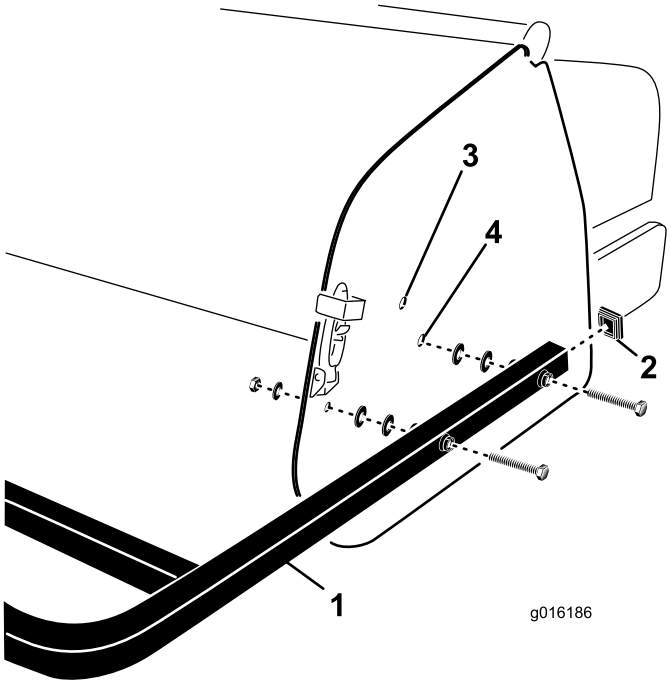

Figur 29
1. Indfør endedækslet i enderne på den bageste afskærmnings rør (Figur 29).
2. Ret hullerne i den bageste afskærmnings monteringsrør ind med hullerne i dybdelufterens sideplader (Figur 29).
3. Fastgør afskærmningens monteringsrør på sidepladerne med (4) skruer, flade skiver og møtrikker (Figur 29).